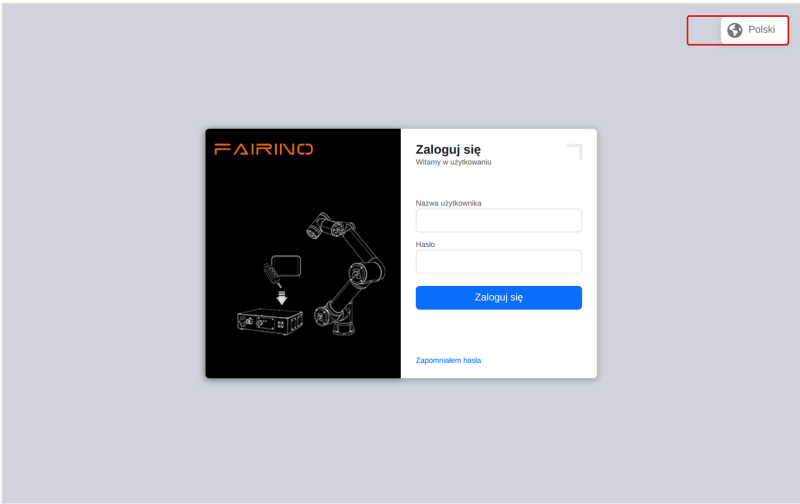

Rys. 16. Strona logowania. Język wybierasz w prawym górnym rogu.
- **Przed zalogowaniem:** wybierz język z listy w prawym górnym rogu strony logowania (rys. 16). Po komunikacie o zmianie wyłącz kontroler i po ponad 1 minucie włącz go ponownie.